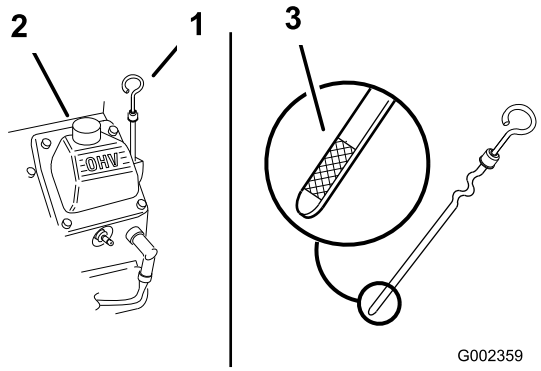

Figur 16
2. Rengjør rundt peilestaven (Figur 16), slik at smuss ikke kan komme ned i påfyllingshullet og kan skade motoren.
3. Ta ut peilestaven, tørk den ren og sett den tilbake på plass slik at den når helt ned (Figur 16).
Oljenivået må nå opp til Full-merket på metallenden på peilestaven (Figur 16).
5. Hvis oljenivået er under Full-merket, tar du av lokket på påfyllingsrøret (Figur 16) og fyller olje til nivået når opp til Full-merket på peilestaven. **Ikke fyll på for mye.**